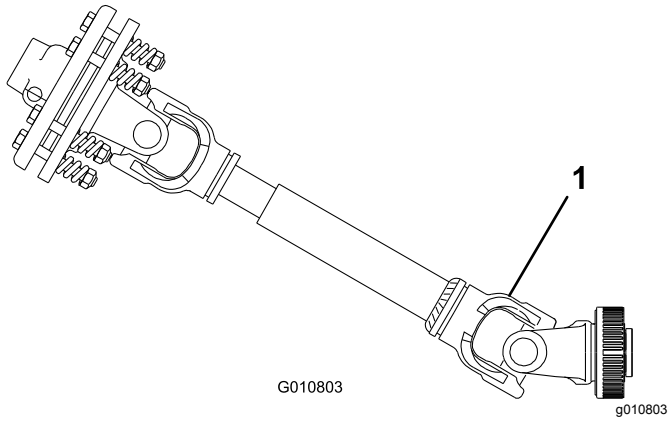

Figuur 10
***Belangrijk:* Zorg er bij het aansluiten van de aftakas voor dat de beluchter niet hoger wordt getild dan nodig is. Als u de machine te hoog tilt, kunnen de scharnierpunten van de aftakas breken (Figuur 10). Laat de aftakas nooit draaien als de beluchter omhooggebracht is. U kunt de aftakas bedienen in een hoek van maximaal 25°, maar overschrijd nooit een hoek van 35° wanneer de beluchter zich in de hoogste stand bevindt, omdat de as anders ernstig beschadigd kan worden.**